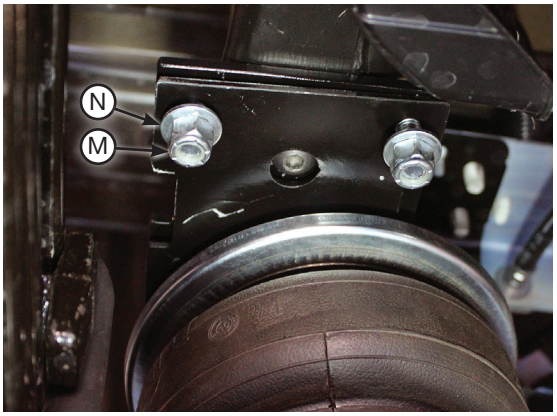

fig. D.22
8. Before proceeding, make sure that the 90-degree fittings are pointing inboard toward the center of the vehicle. While raising or lowering the axle or body of the vehicle, align the previously installed upper air spring bracket carriage bolts with the frame bracket so the carriage bolts protrude through the bracket. Cap the carriage bolts with the 3/8” flat washers (N) and 3/8”-16 nylon lock nuts (M) (Fig. D.22). Snug the nuts down first then torque to 31 lb.-ft. (42Nm). Raise the axle or lower the body and remove jack stands.